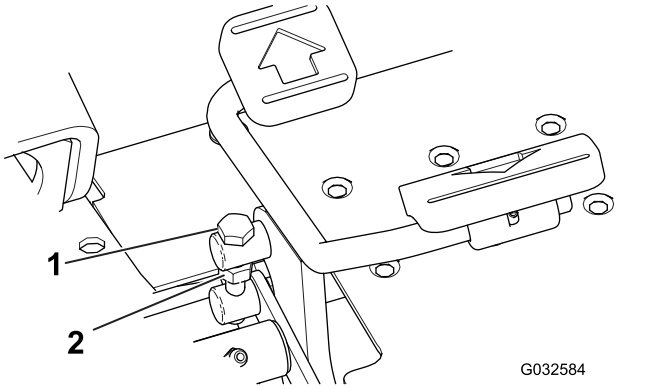

Figura 48
1. Afloje la contratuerca del perno de tope, situado en el lateral del pedal de tracción (Figura 48).